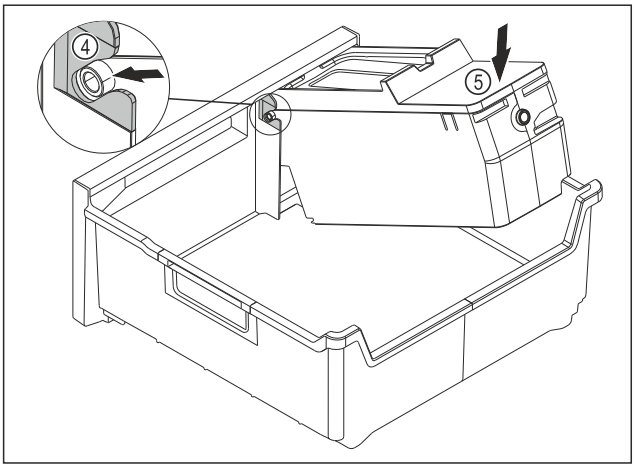

Fig. 149
▶ EasyTwist-Ice-corpus monteren: Assen van de EasyTwist-Ice-corpus in de geleidingen *Fig. 149 (4)* schuiven.
▶ EasyTwist-Ice-corpus *Fig. 149 (5)* achter omlaag drukken.